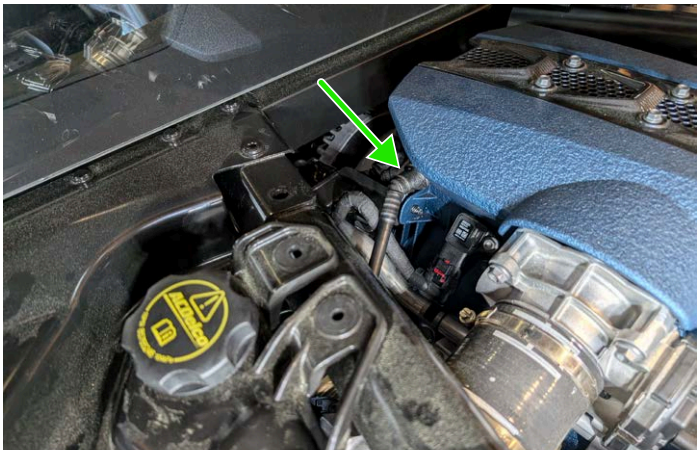

Figure 4 - Factory PCV Line Connection at the Intake Manifold
3. The other end of the line is connected to the intake manifold. Unclip the line at the location shown in **Figure 4** and remove the line completely.